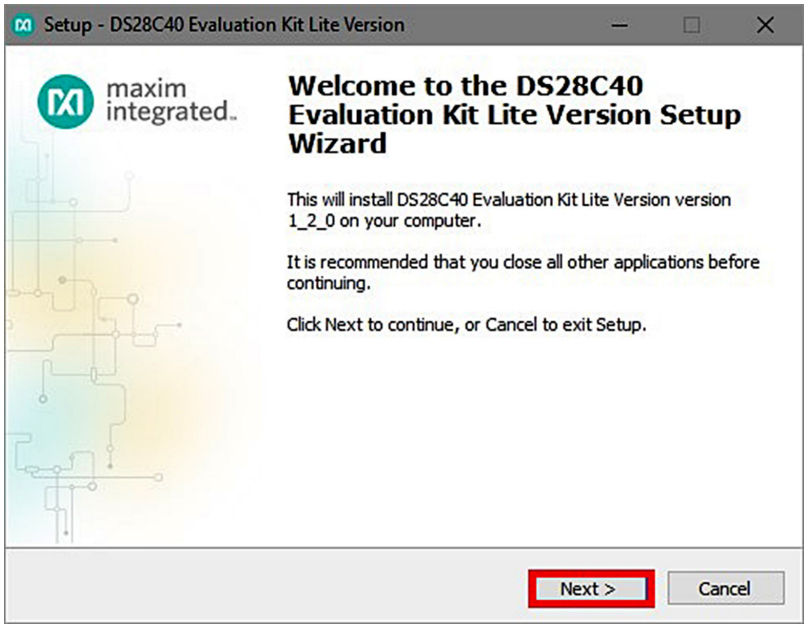

Figure 2. DS28C40 Setup Wizard
3) The setup wizard opens. Click on **Next** (Figure 2):